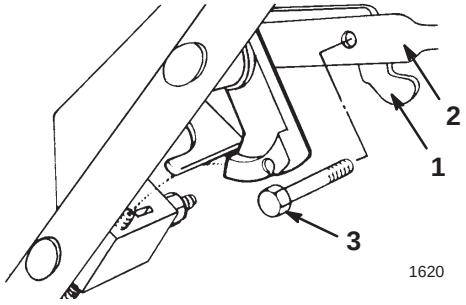

Bild 5
8. Sichern Sie den Schalthebel mit einer Schraube und einer Sicherungsmutter an der Schaltstange ab (Bild 5).